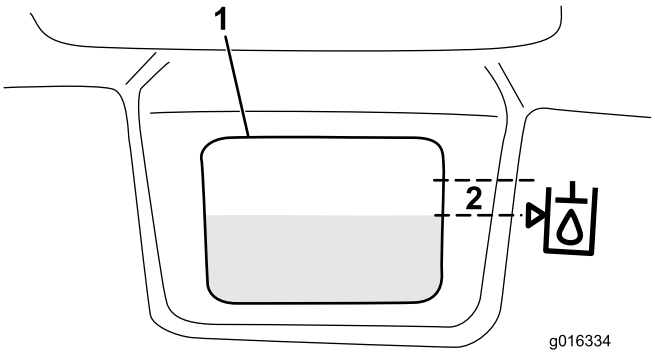

**Figur 33**
3. Fyll beholderen langsomt med passende hydraulisk væske til nivået er ved eller ikke mer enn 6 mm fra pilen i symbolet ved siden av det hvite vinduet foran beholderen (Figur 33). Ikke fyll på for mye.